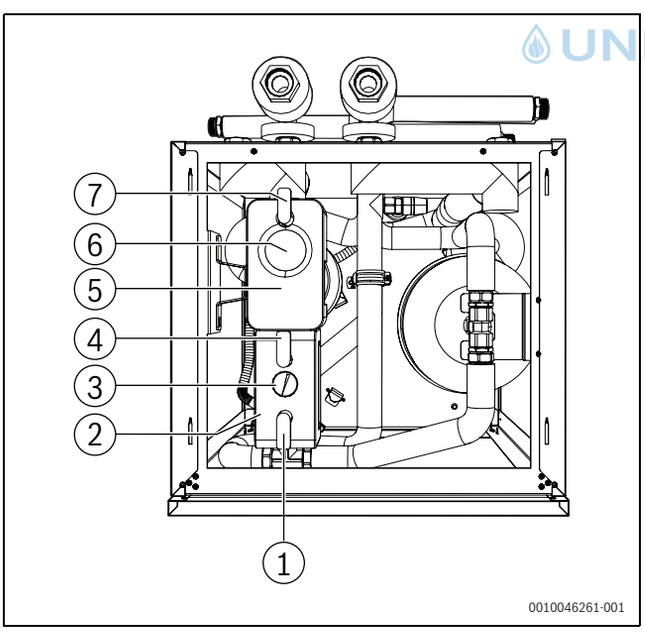

Bild 5 Heizwasser nachfüllen
Das in der Nachfüllkombination (→ Bild 5, [2]) eingebaute Manometer (→ Bild 5, [3]) zeigt den Druck des Trinkwassers an. Der Betriebsdruck der Heizungsanlage muss an einem bauseitigen Manometer abgelesen werden.
- ▶ Kugelhähne (→ Bild 5, [1], [4] und [7]) an der Nachfüllkombination (→ Bild 5, [2]) und der Entsalzung (→ Bild 5, [5]) langsam öffnen. Kugelhähne müssen in Längsrichtung mit den Bauteilen stehen.
- ▶ Kugelhähne (→ Bild 5, [1], [4] und [7]) an der Nachfüllkombination (→ Bild 5, [2]) und der Entsalzung (→ Bild 5, [5]) schließen. Kugelhähne müssen quer zu den Bauteilen stehen.